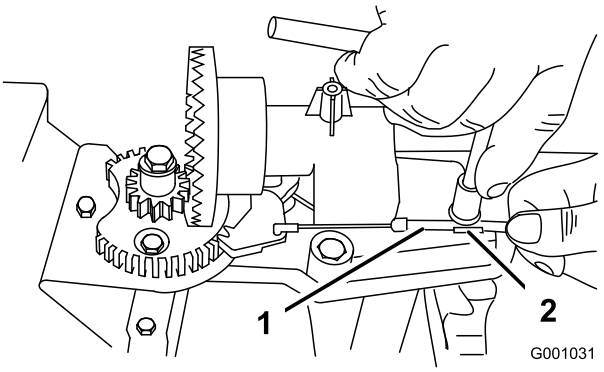
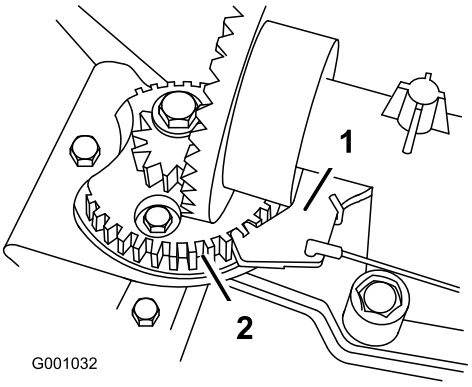

Figur 59
Figur 60
2. Løsn bolten på kabelklemmen (Figur 59).
3. Tag fat i kabelrøret, og bevæg det mod maskinens forende, indtil udblæsningssliskelåsen går helt i indgreb med tandhjulstænderne (Figur 59 and Figur 60).
Bemærk: Låsen er fjederbelastet og går naturligt ind i tandhjulstænderne (Figur 60).